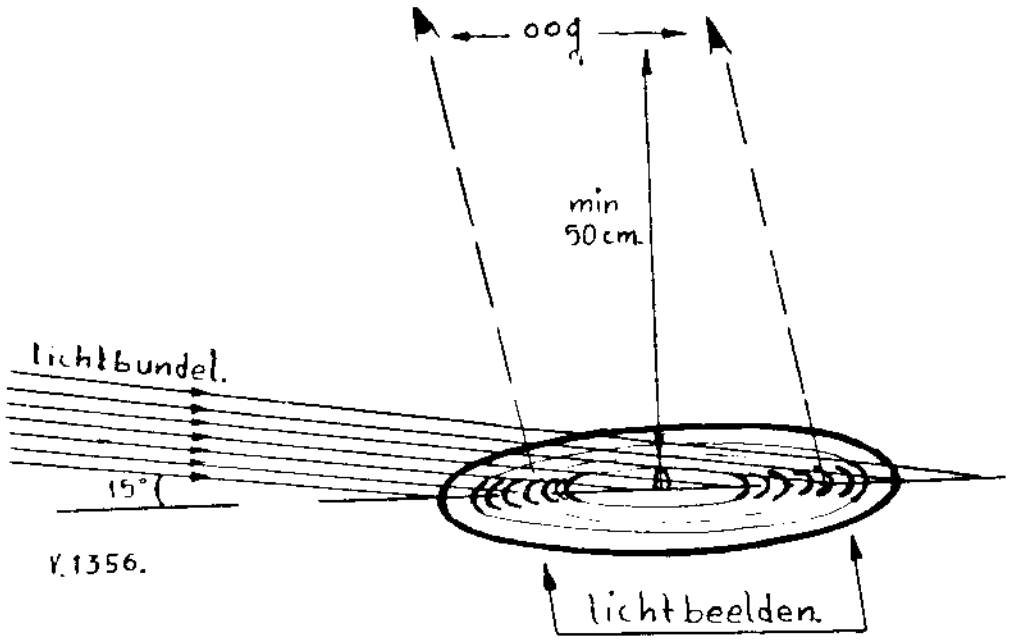

Fig. 6
2. De lichtstralen moeten vrij vlak over de plaat vallen, onder een hoek van ca. 15°. De situatie wordt in fig. 6 weergegeven: